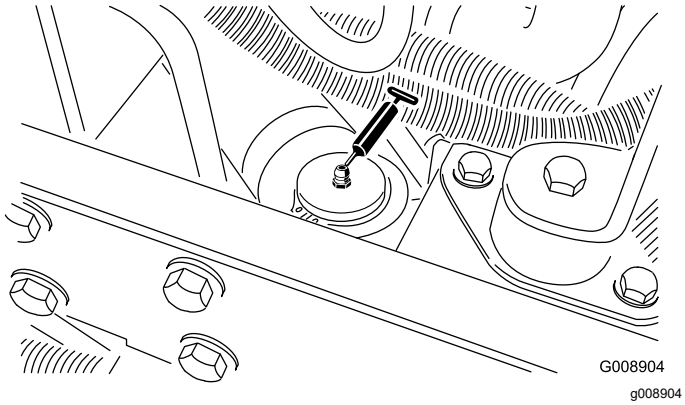

Figur 70
- Styretøjscylinder (Figur 70).